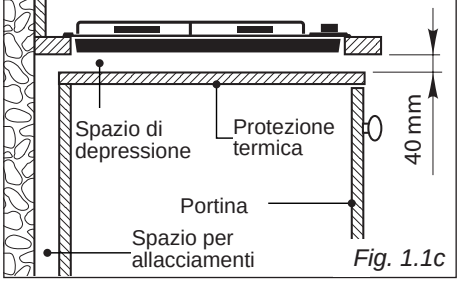

Fig. 1.1c
- Nel caso in cui il piano cottura venga installato direttamente sopra ad un forno (sprovvisto di ventilatore di raffreddamento), un divisorio interno di protezione termica deve essere installato sotto la base del piano cottura come indicato in fig. 1.1c.
- Nel caso in cui il piano cottura venga installato direttamente sopra ad un forno (sprovvisto di ventilatore di raffreddamento), oppure se la base del piano è accessibile attraverso il mobile d'incasso o un cassetto dopo l'installazione, un divisorio interno di protezione termica deve essere installato sotto la base del piano cottura come indicato in fig. 1.1c.
- Se la base del piano cottura è accessibile attraverso il mobile d'incasso o un cassetto dopo l'installazione, un divisorio interno di protezione termica deve essere installato sotto la base del piano cottura come indicato in fig. 1.1c.